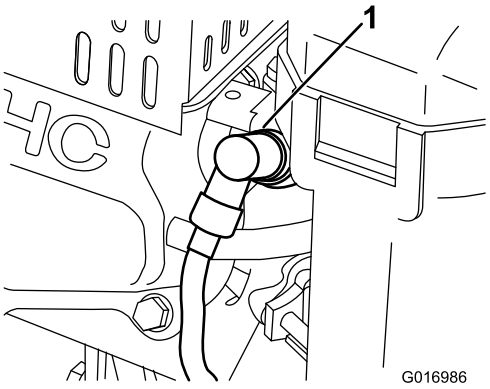

**Figuur 27**
1. Trek de bougiekabel los van de bougie (Figuur 27).